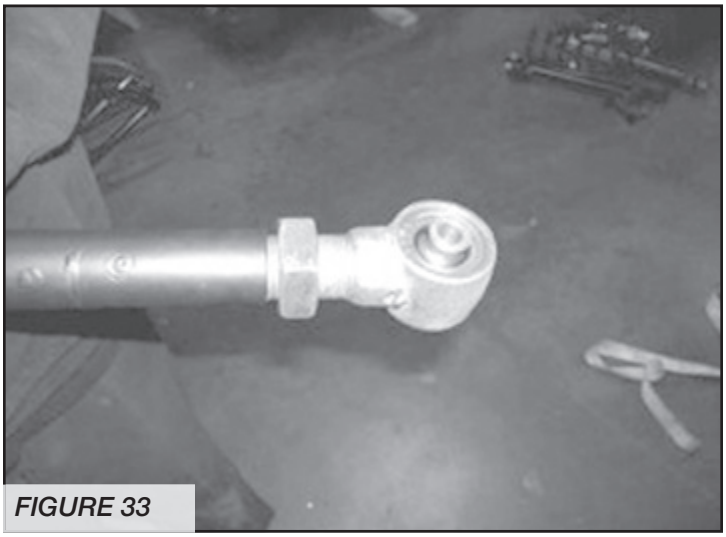

*FIGURE 33*
21. Locate four of FT50123 Large Pivot Joints and thread one of the supplied large jam nuts onto each of the pivot joints. Note- when installing the jam nut onto the pivot end, make sure the flatter side of the jam nut is facing the link arm. You will need to thread the jam nut onto the end so there is 3/8"of thread showing above the jam nut on the UPPER joint and 1/2" of thread showing above the jam nut for the LOWER joint. THESE MEASUREMENTS ARE JUST A STARTING POINT. YOU MAY HAVE TO ADJUST THEM BASED ON YOUR JEEP. BOTH FRONT LINKS MUST BE ADJUSTED EQUALLY FROM SIDE TO SIDE FOR PROPER VEHICLE ALIGNMENT. Locate the new Fabtech front lower link arms FT50144 and install one of the previously assembled large pivot joints into each end of the link. **SEE FIGURE 33.**